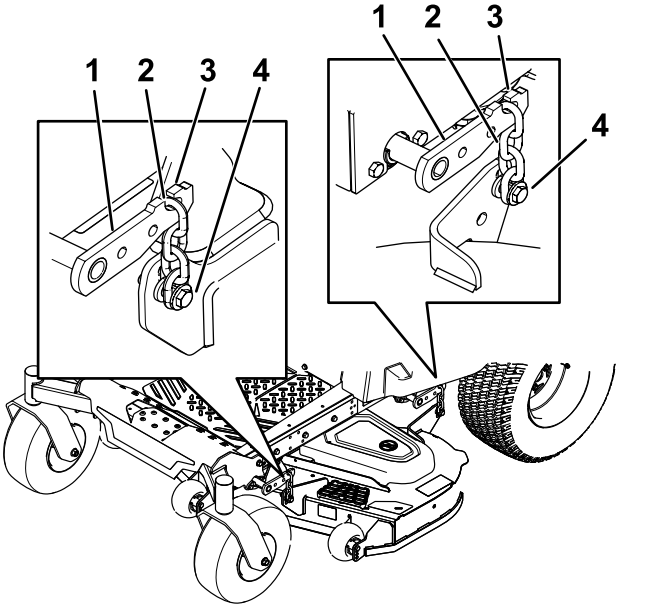

Figur 74
5. Løsne på justeringsboltene på alle fire hjørnene slik at klippeenheten sitter trygt på alle fire blokkene (Figur 74).
6. Sikre at det er spenning i alle fire kjedene (Figur 74).
7. Stram de fire justeringsboltene (Figur 74).